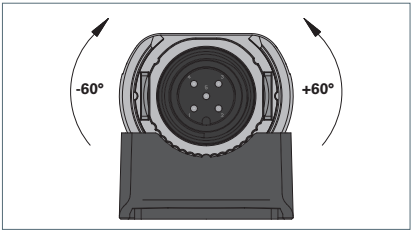

Fig. 6: Aligner l'appareil entre -60° et +60°.
- Tournez l'appareil à une position angulaire entre -60° et +60°, voir Fig. 6.